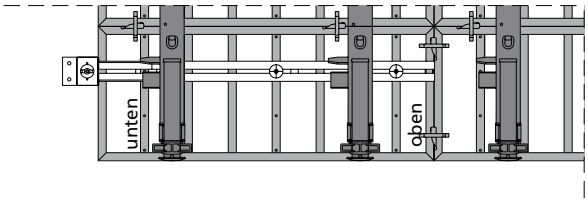

Abb. 15.1 Mammut-Element im liegenden Einsatz;
- Mammut: Wird der Abschalbügel für ein horizontales Element benutzt, muss das Element zur Montage des Abschalbügels so gedreht werden, dass seine Unterseite dahin zeigt, wo das Schiebeteil des Abschalbügels für die Stirnabschalung angebracht wird (Abb. 15.1 und 15.2).
- Mammut und StarTec: Hier muss zur Befestigung der Halter für den Abschalbügel SB 110 verwendet werden (Abb. 15.1 bis 15.4).